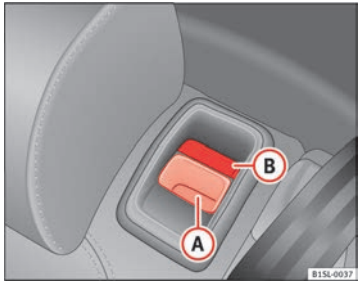

Fig. 67 Rear seat: unlock button Ⓐ; red marking Ⓑ.
- Pull the unlock switch ⇒ fig. 67 Ⓐ forwards whilst simultaneously lifting the rear seat backrest.